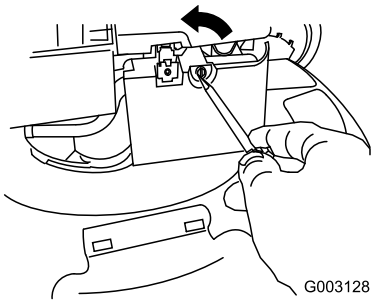

Figure 39
2. Use a screw driver to open the air filter cover (Figure 39).